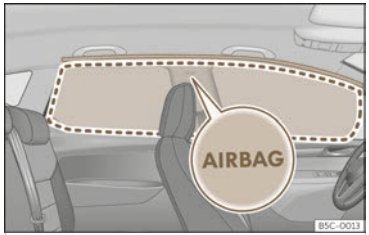

Fig. 34 Location of head-protection airbags.
Head-protection airbags are on both sides of the vehicle interior, above the doors >>> Fig. 34 and their location is indicated with the word “AIRBAG”.
The framed area is covered by the head-protection airbag when it is deployed (deployment area) >>> Fig. 34. Therefore, objects should never be placed or mounted in this area >>> ⚠.
- Ensure that children are correctly seated in their seats and that their heads are not in the deployment zone of the head airbags >>> Fig. 34, as deploying airbags could hit them and cause serious injury.